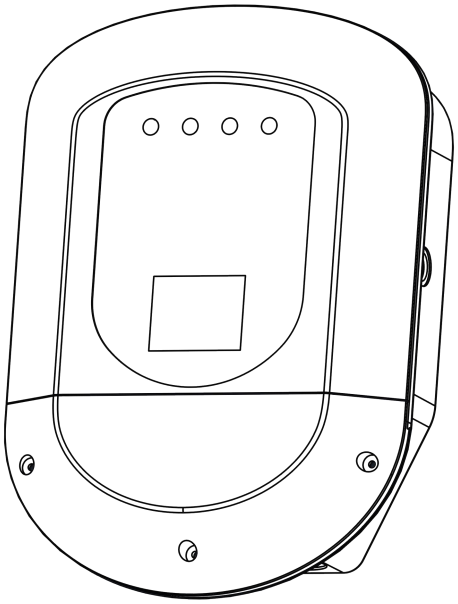

图 1　2ZA3-1 型新能源汽车交流充电桩
7、枪座固定架安装完毕后效果如立柱侧面图 1，将 2 个挂线枪座分别固定于立柱左右两侧。